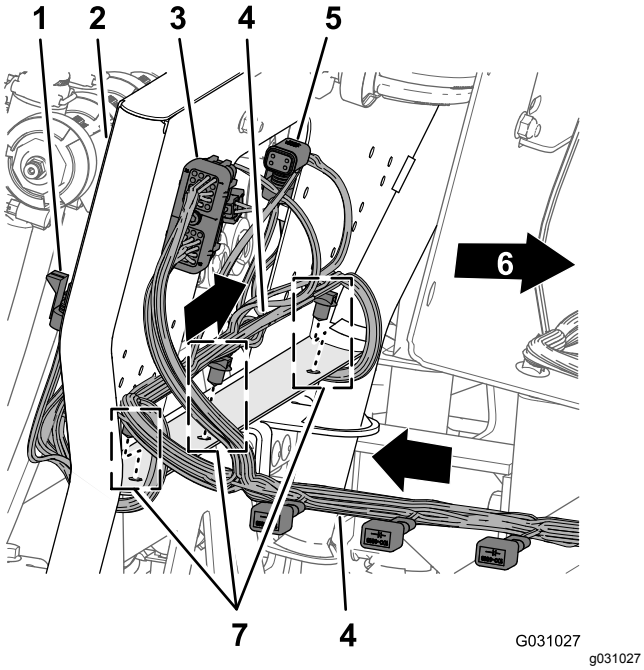

Figur 107
tio kontakterna för munstycksventilerna bakåt och under ventilerna (Figur 107).
2. För in tryckfästelementen på den 218,4 cm långa kablagedelen i hålen i den nedre flänsen på fästet för de tio ventilerna (Figur 107).